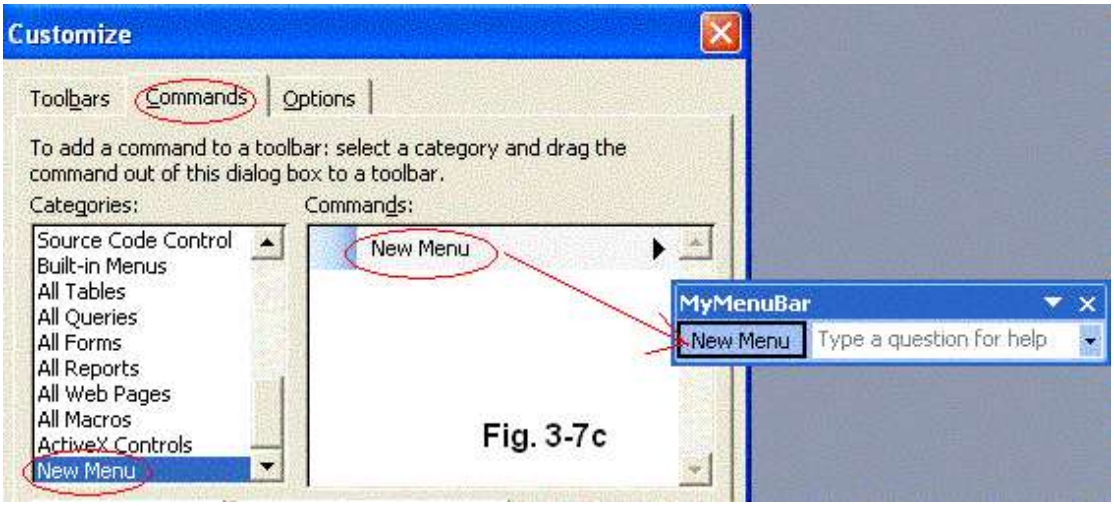

Fig. 3-7c
3. Select the **Commands** tab in the **Customize** dialog box. On the bottom of the **Categories** list, select **New Menu** as Fig. 3-7c shows. There is only one item to be selected in the **Commands** list. Drag-and-drop this item into the blank toolbar you created.